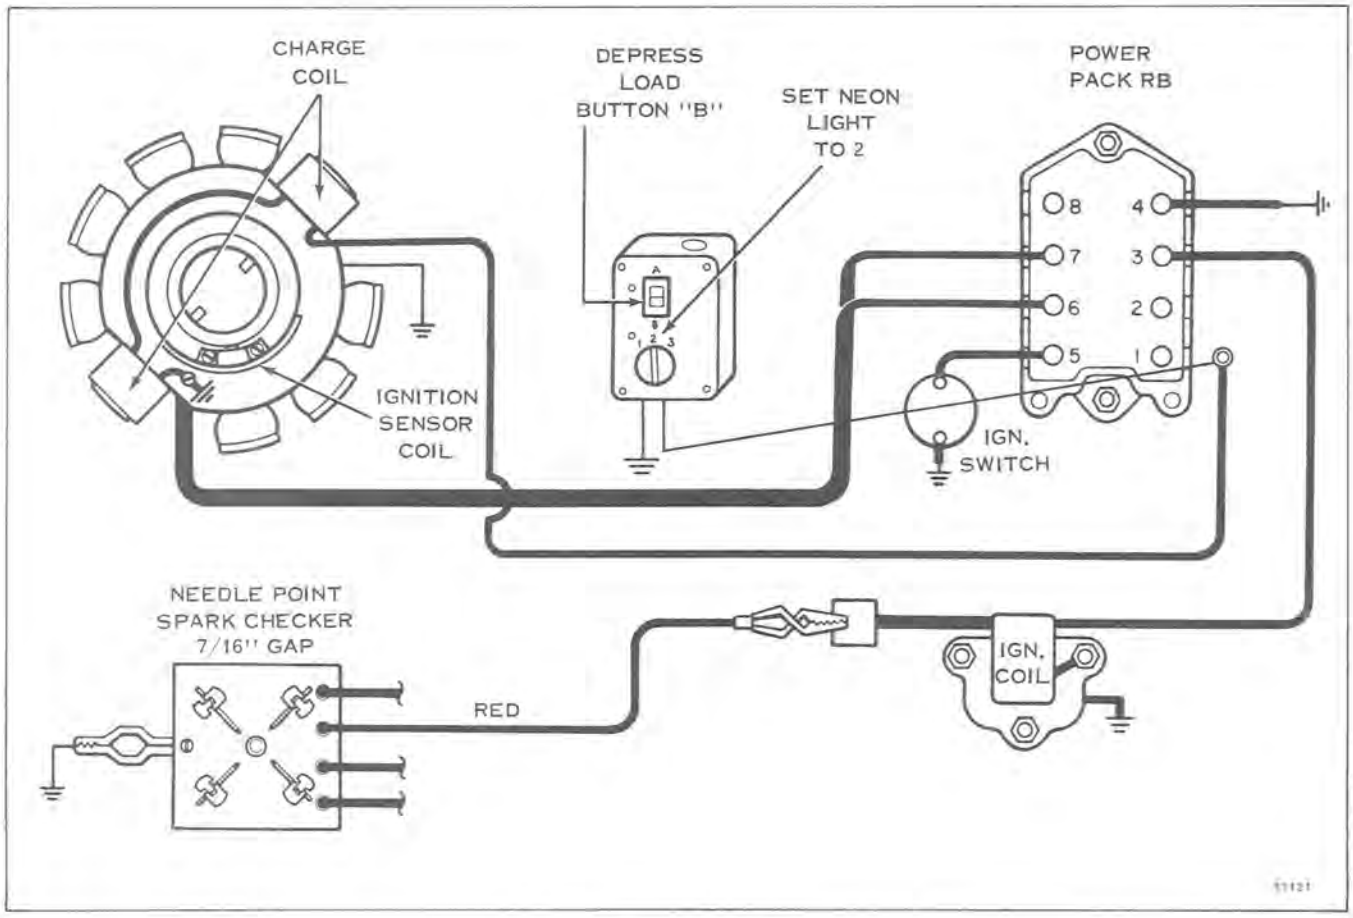

Figure 7-15
B. Use Neon tester S80 or M80. Connect neon tester black lead to charge coil brown/white stripe lead and tester blue lead to engine ground. See Figure 7-15.
E. Crank engine with starter (or recoil starter) and observe tester neon light. See Figure 7-15.